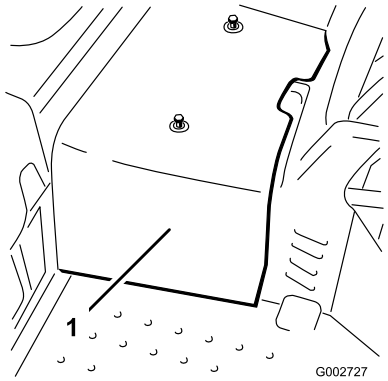

**Figur 39**
2. Lossa de två skruvarna som fäster mittskyddet vid maskinen och ta bort skyddet (Figur 39).